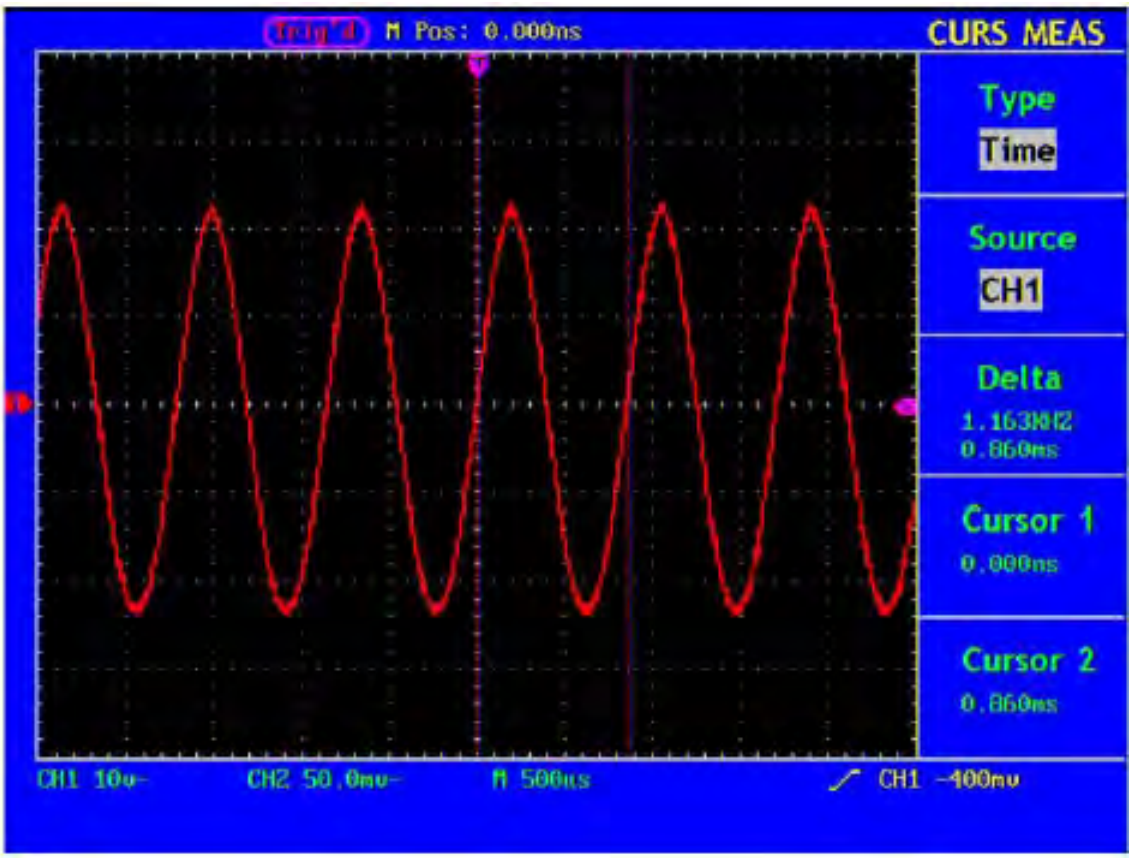

Abb. 53 Wellenform bei der Messung mit dem Cursor
4. Stellen Sie die Positionen von **CURSOR1** und **CURSOR2** entsprechend der zu messenden Wellenform ein; es erscheinen dann Zyklus und Frequenz von Cursor 1 und Cursor 2 im Fenster. Die aktuelle Position von Cursor 1 wird unter Cursor1, die von Cursor 2 unter Cursor2 angezeigt (siehe Abb. 53).